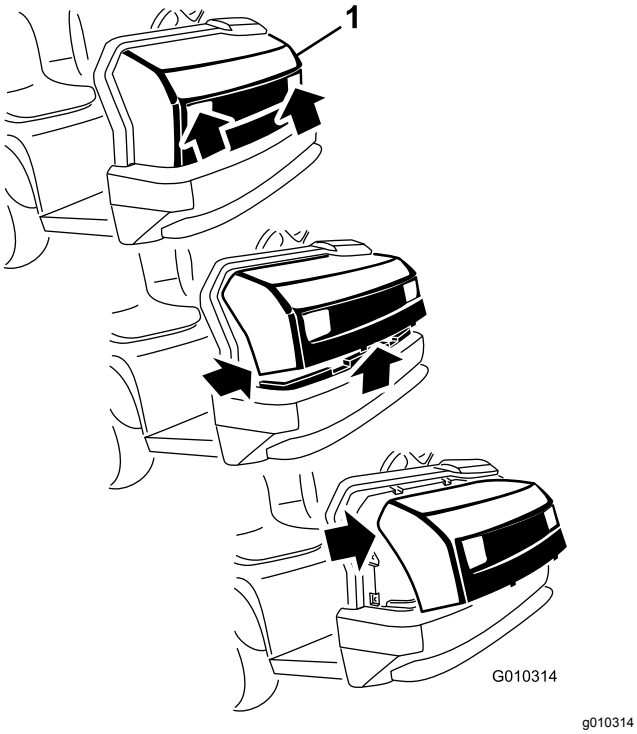

Figur 35
1. Hold i panseret i frontlysåpningene mens du løfter opp panseret for å frigjøre nedre monteringstapper fra sporene på rammen (Figur 35).
2. Sving bunnen av panseret oppover til du kan trekke de øvre monteringstappene ut av sporene på rammen (Figur 35).
3. Sving toppen av panseret fremover og koble ledningskontaktene fra frontlysene (Figur 35).
2. Før de øvre monteringstappene inn i sporene på rammen (Figur 35).
3. Før de nedre monteringstappene inn i sporene på rammen (Figur 35).